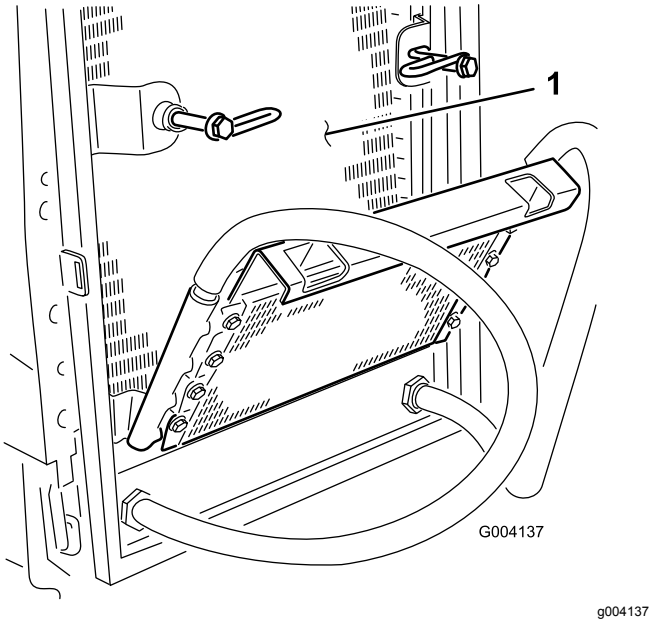

**Figur 67**
6. Rengjør begge sidene av oljekjøleren og radiatoren (Figur 67) grundig med trykkluft.